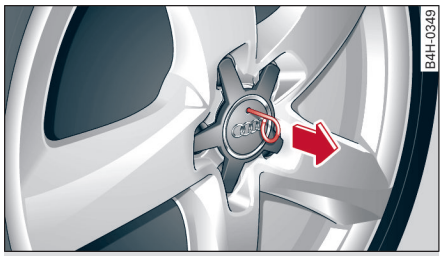

图 223 车轮：车轮装饰罩
▶ 将拉拔器（随车工具）插到车轮装饰罩的孔内 ⇨ *图 223*。